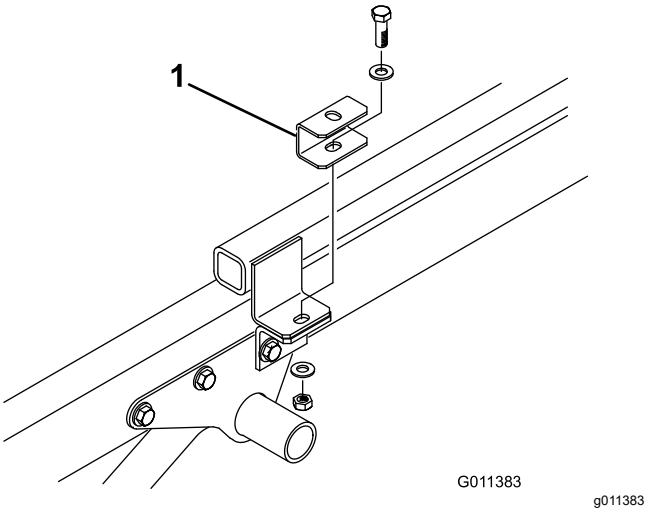

**Figur 7**
4. Fest et avstandsstykkefeste oppå hver tapp for tilkoblingsrammen med hodeskruen, de to flate skivene og låsemutteren som ble fjernet tidligere (Figur 7).
6. Plasser maskinen på Workman-kjøretøyets ramme, og rett inn hullene i de bakre monteringsbrakettene med hullene på hver side av rammen (Figur 7).